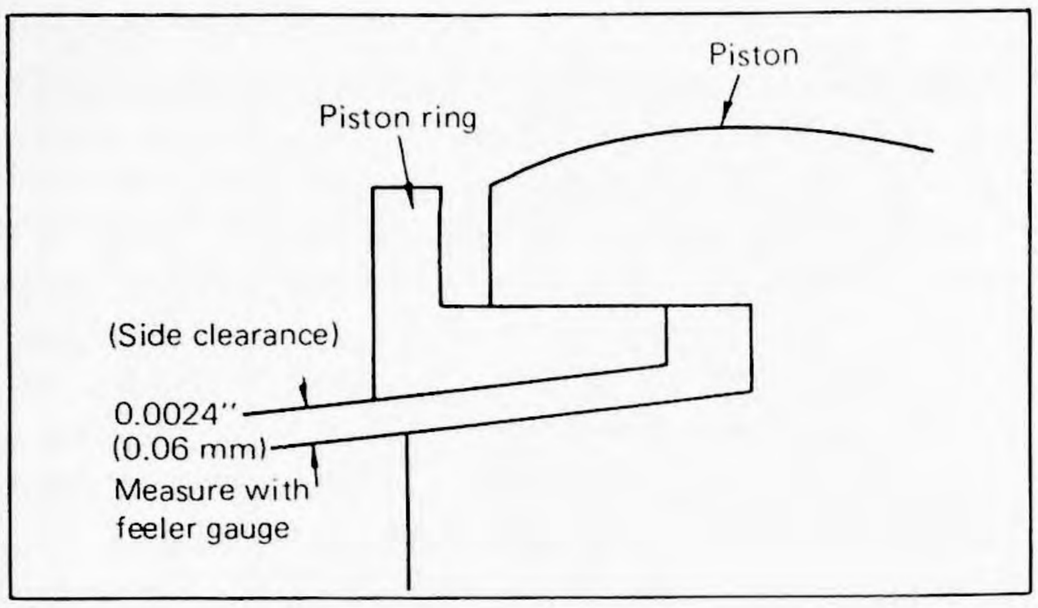

Fig. 7-60
(1) If any piston ring is found stuck, poor sealing will result.
(2) If the cylinder wall is scuffed, poor sealing will result as in the case of the piston ring being stuck. In the above two cases, the piston ring should be replaced with a new one, and at the same time, the cylinder wall should be checked for scratches.
(3) Whether the contact between the piston ring and the cylinder wall is good or not will have a great effect on sealing. The entire area of the piston ring face must be in tight contact with the cylinder wall. If excess wear is found on the upper or the lower half of the piston ring face, the piston ring groove is considered to be worn unevenly, causing the ring to twist. (See Fig. 7-60)